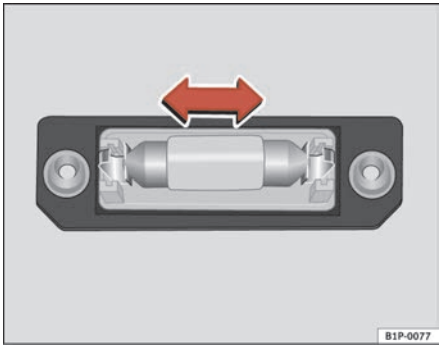

Fig. 234 Registration light
– Remove the bulb, moving it in the direction of the arrow and outwards ⇒ fig. 234.